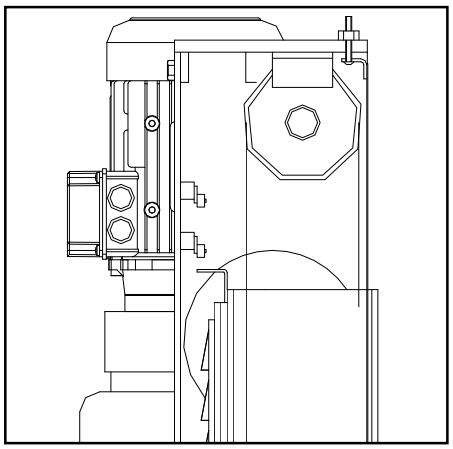

Fig. 13
• À hauteur maximale, le fin de course supérieur arrête la montée (fig. 13).
• Si la partie mobile dépasse sa course, deux fins de course montés en série au sommet de la colonne de commande interviennent. Ils sont normalement actionnés par l'actionneur du chariot côté commande (fig. 13). Si le premier ne fonctionne pas, le second se déclenche après 3 secondes de déplacement du chariot.